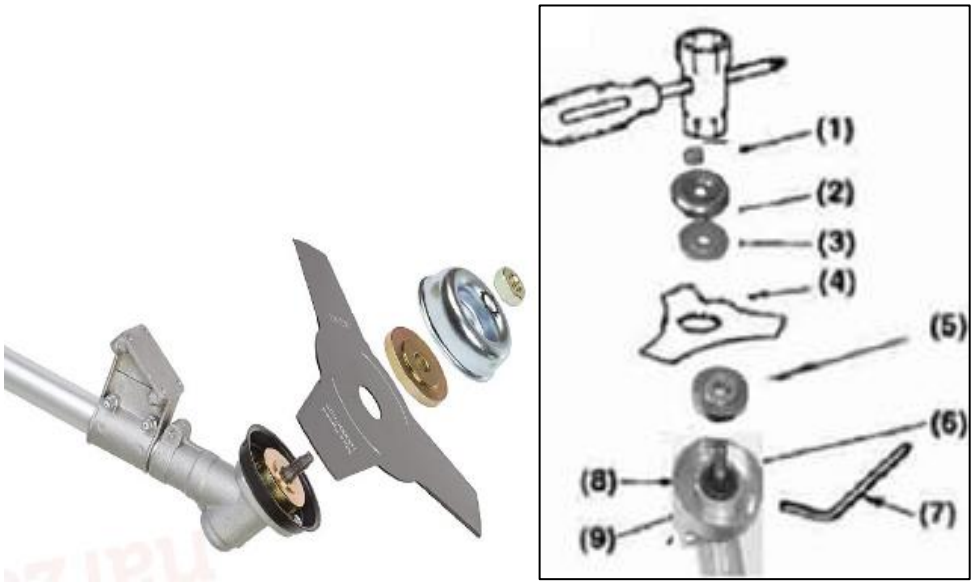

Rys. 6
1. Nałóż pierścień wewnętrzny stroną wygiętą do góry (Rys. 6 poz. 8) na wał przekładni (Rys. 6 poz. 6) i dokręć do obudowy przekładni (Rys. 6 poz. 9)
3. Nałóż pierścień (Rys. 6, poz. 5), załóż tarczę (Rys. 6, poz. 4) znakami w dół przekładni. Upewnij się że dobrze leży.
4. Następnie nałóż pierścień zewnętrzny (Rys. 6, poz. 3), podkładkę sprężynującą (Rys. 6, poz. 2) odgiętą stroną w kierunku tarczy i nakrętkę (Rys. 6, poz. 1). Zwróć uwagę na to że nakrętka jest lewoskrętna-aby ją dokręcić należy przykręcać ją odwrotnie do kierunku wskazówek zegara.